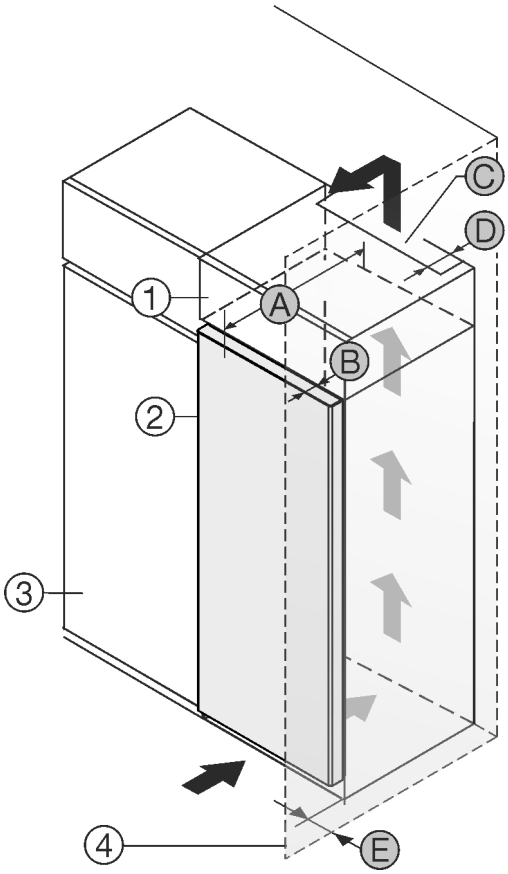

Fig. 1
Gerät direkt neben dem Küchenschrank *Fig. 1 (3)* aufstellen.
An der Rückseite des Aufsatzschrankes muss ein Abluftschacht mit der Tiefe *Fig. 1 (D)* über die gesamte Aufsatzschrankbreite vorhanden sein.
Unter der Raumdecke muss der Entlüftungsquerschnitt *Fig. 1 (C)* eingehalten werden.
Wenn das Gerät mit den Scharnieren neben einer Wand *Fig. 1 (4)* aufgestellt wird, muss der Abstand zwischen Gerät und Wand mindestens 13 mm betragen.
Wenn das Gerät mit den Scharnieren neben einer Wand *Fig. 1 (4)* aufgestellt wird, muss der Abstand zwischen Gerät und Wand mindestens 20 mm betragen.
Um die Türe vollständig öffnen zu können, muss Gerät um die Türtiefe *Fig. 1 (B)* gegenüber der Küchenschrankfront vorstehen. Abhängig von der Tiefe der Küchenschränke *Fig. 1 (3)* und Verwendung von Wandabstandshaltern kann das Gerät weiter herausragen.